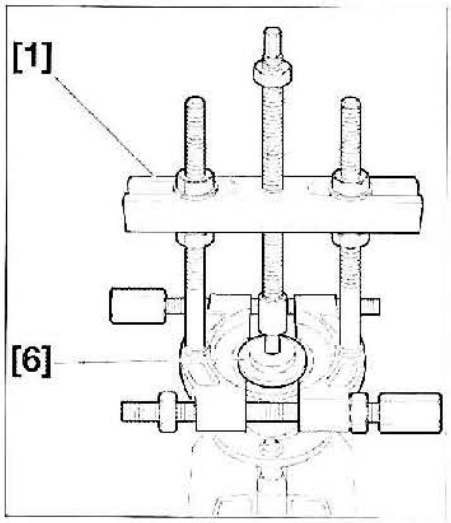

FIG. 21
• Colocar los útiles [6] y [1] (extractor Facom U53 (K2+T2) ref. 4108 T) **(fig. 21)**.
• Extraer la pista interior (2) del rodamiento con el extractor.